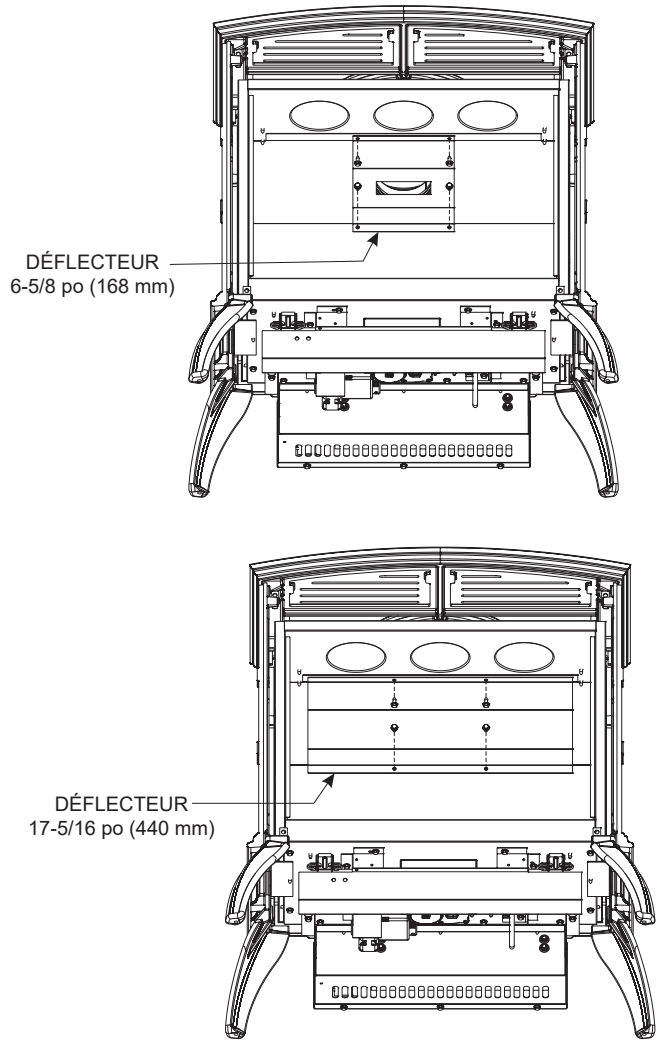

Figure 1
23. Retirer le déflecteur du régulateur de tirage (17-5/16 po [440 mm] de largeur). Poser le nouveau déflecteur du régulateur de tirage (6-5/8 po [168 mm] de largeur, DVP30CC uniquement). Voir Figure 1.